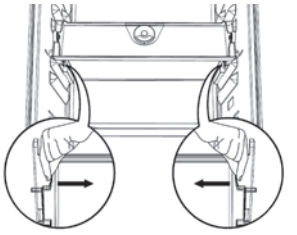

Fig. 2
2. Remove the drawer cover by releasing the bottom side clips (Figure 2).